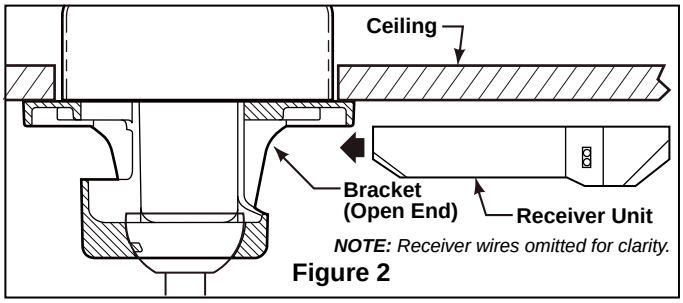

Figure 2
• Slide remote Receiver into the Hanger Bracket (Figure 2).